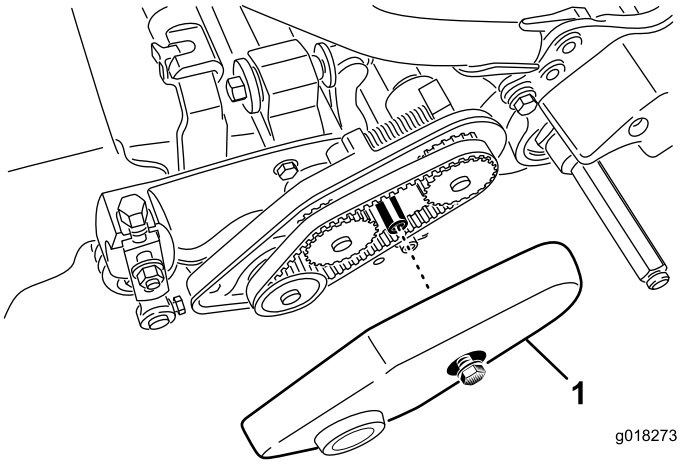

Figur 41
1. Løsn flangebolten, der fastgør remskærmen, og afmonter remskærmen, så remmen kommer til syne (Figur 41).